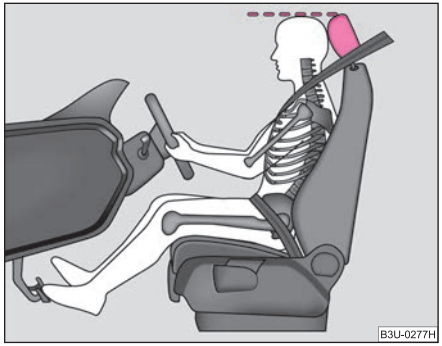

Fig. 137 The correct head restraint adjustment for the driver
- Adjust the head restraint so that the top edge of the head restraint is at the same level as the upper part of your head ⇒ fig. 137.
- Adjust the head restraint so that the top edge of the head restraint is at the same level as the upper part of your head ⇒ page 151, fig. 137.
- Adjust the head restraints so that the top edge of the head restraints are at the same level as the upper part of your head ⇒ page 151, fig. 137.